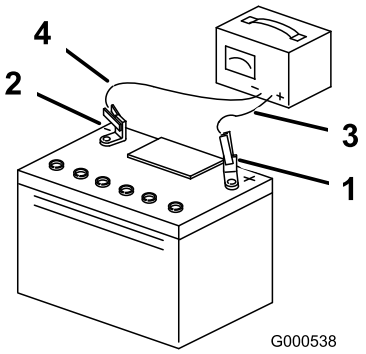

Figur 44
3. Når batteriet er fuldt opladet, skal du tage opladeren ud af stikkontakten og dernæst koble opladningskablerne fra batteriets poler (Figur 44).